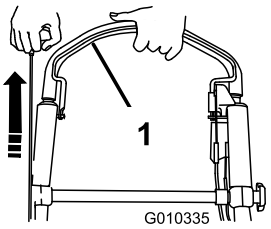

Figur 21
3. Håll knivstyrstången mot handtaget och dra i startsnöret (Figur 21).